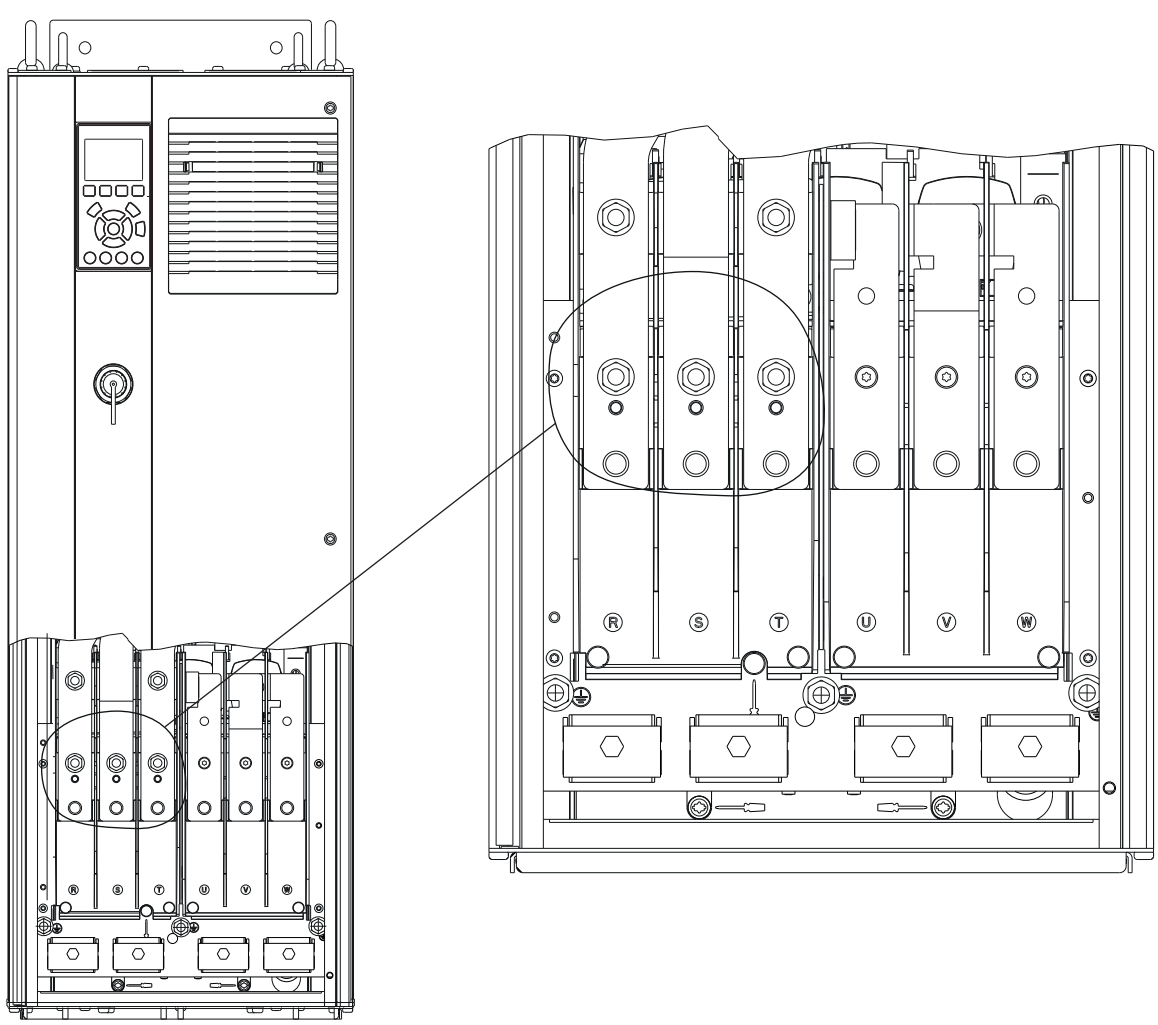

Рисунок 5.5 Клеммы заземления (показан корпус D1h). Подробное изображение с размещением клемм см. в *глава 5.8 Размеры клемм*.
4. Подключите проводку трехфазной сети переменного тока к клеммам R, S и T (см. *Рисунок 5.5*).
Дополнительные клеммы рекуперации/разделения нагрузки находятся в верхней части преобразователя частоты. В корпусах с защитой IP21/IP54 проводка проходит через крышку, закрывающую клеммы. См. *Рисунок 5.5*.